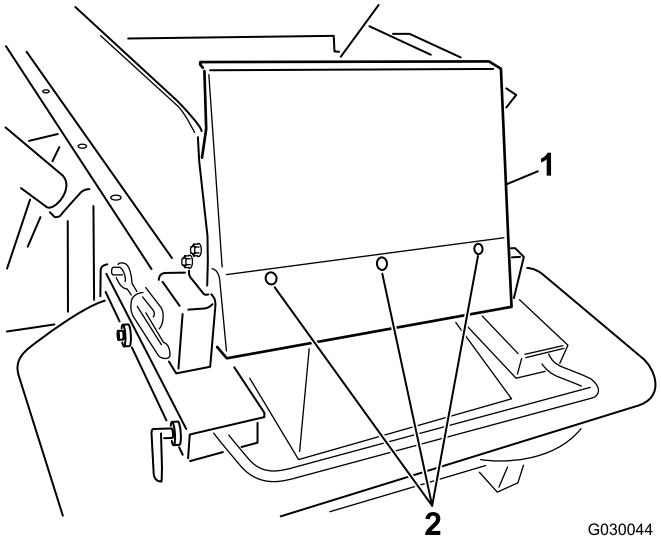

Rysunek 7
6. Zamontuj osłonę kosza samowyładowczego za pomocą dostarczonych śrub z łbem półokrągłym (1/4 x 5/8 cala) i nylonowych przeciwnakrętek (Rysunek 7).